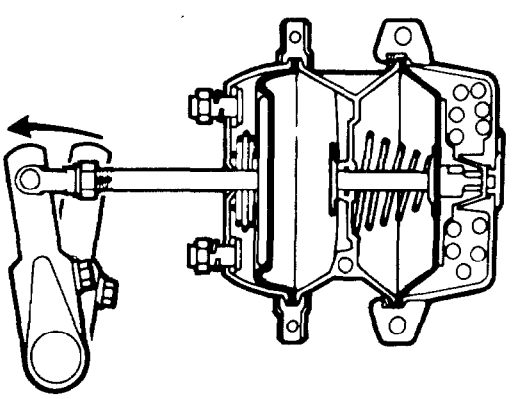

Figure 20— Spring Brake Chamber — Service Brake Application
43. As the footbrake is applied, the spring remains compressed and the service brake chamber is allowed to operate independantly (see Fig. 20).